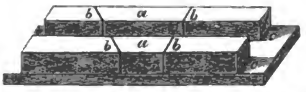

Abb. 18.
12. Die Schneidlade Abb. 18 wird gebraucht, um Leisten oder schmale Brettchen nach einem bestimmten Winkel schräg zu schneiden. Sie ist etwa so lang und breit wie die Stoßlade. Auf dem untern Brette sind zwei hohe Leisten *a a* angebracht, in welche Einschnitte, die bis herunter auf das Brett gehen, geschnitten
sind. Nehmen wir an, es sollen z. B. Leisten für einen Bilderrahmen auf Gehrung zugeschnitten werden, so brauchten wir zwei Einschnitte *b b* in der Richtung von 45 Grad (Abb. 18), für Sechsecke dagegen solche von 60 Grad u. s. w. Zwei Einschnittte für jede Winkelgröße müssen deshalb vorhanden sein, damit, wenn man das eine Ende der Leiste nach dem links laufenden, das andre aber nach dem rechts laufenden Einschnitte abschneidet, beide Enden schließlich rechtwinklig zusammenstoßen. Beim Schneiden befindet sich der betreffende Gegenstand zwischen den beiden Leisten *a a* und die Säge wird in die beiden Einschnitte, welche nach einer Richtung laufen, zugleich eingesetzt. Bei *c c* kann man rechtwinklige Schnitte machen, wenn der Gegenstand zwischen den Leisten sich befindet und die Säge an den beiden Enden dieser Leisten angesetzt wird.